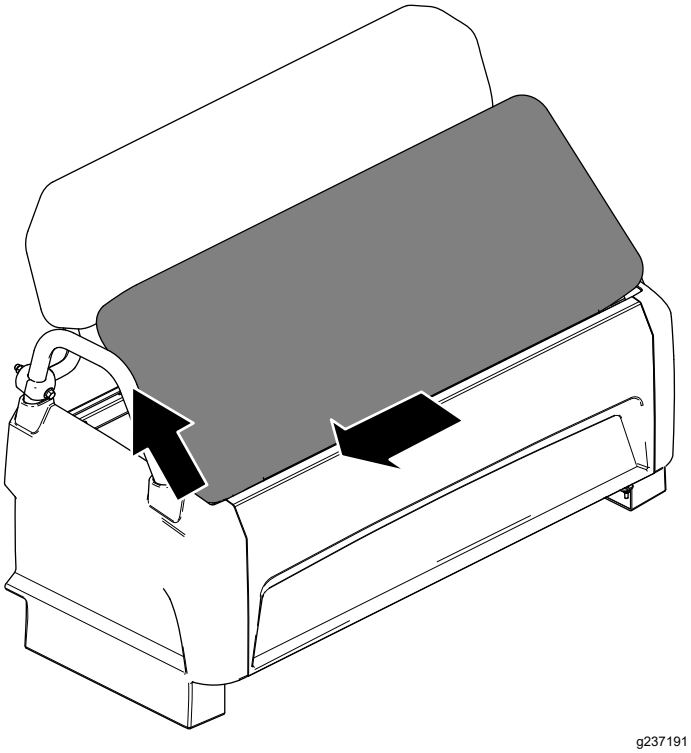

Figuur 24
2. Schuif het kussen opzij, uit de pennen, en til het kussen op (Figuur 24).